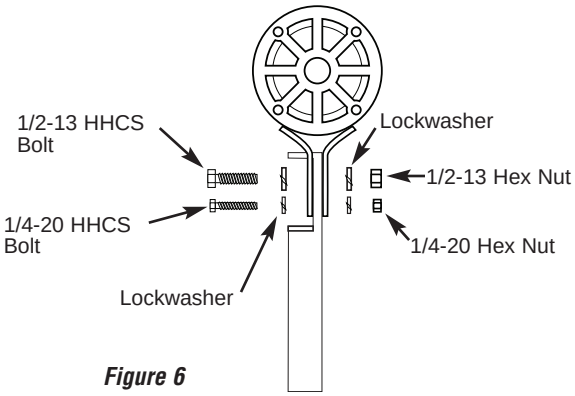

***Figure 6***
2. Mount the motor assembly to the wall bracket using 1/2" x 1-1/2" hex bolt and 1/4" x 1-1/2" bolt, washers, lockwashers and hex nuts provided. See Figure 6